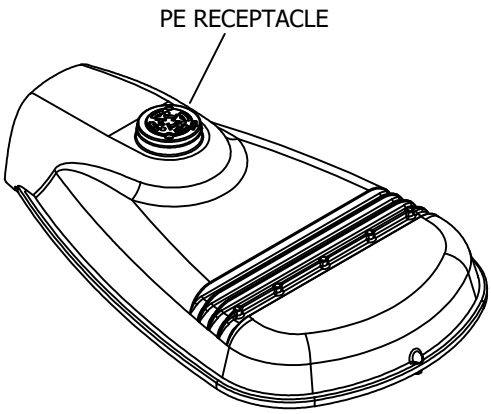

FIGURE 5
5. **PHOTOELECTRIC CONTROL:** ORIENT THE PHOTOELECTRIC (PE) RECEPTACLE SO THAT THE WORD "NORTH" IS DIRECTED TRUE NORTH. SEAT AND LOCK THE PE CONTROL/RECEPTACLE AND ROTATE CLOCKWISE UNTIL WORD "NORTH" IS TRUE NORTH. LOWER PE RECEPTACLE INTO POSITION SEE **FIGURE 5 & 6**.